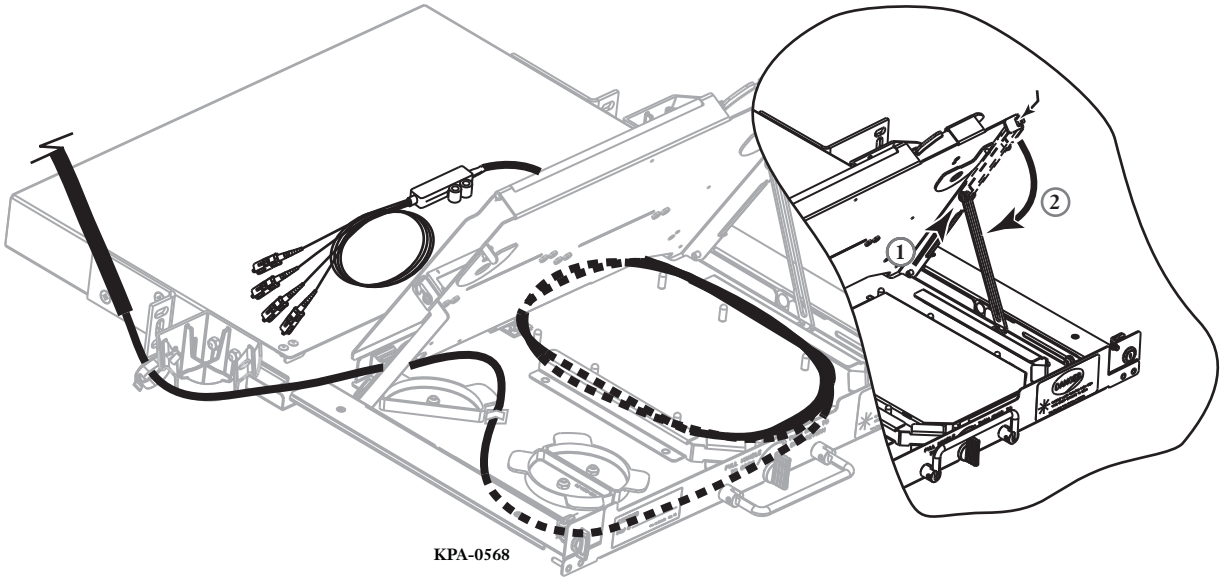

Figure 3 — Route IFC into Housing
Step 2: Lift up on the platform inside the drawer (Figure 3). Slide the platform support arm out of its stored location on the right side of the platform and swing it down. Fit the loose end into the slot in the right side of the shelf to hold the platform in an upright position.
Step 3: Feed the connectorized fan-out body through the slot in the side of the platform cover and route the braided tubing containing the distribution ribbon in the lower layer as shown in (Figure 3). ***Loosely*** route slack around storage spools as shown to allow for movement of drawer.